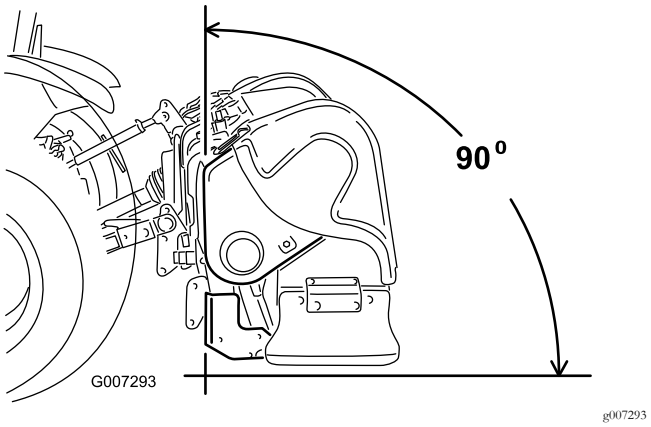

**Figur 7**
**Obs:** Luftarens framparti måste vara vertikalt under körning för att luftningshålen ska bli av så god kvalitet som möjligt (Figur 7). Justera den övre länken för att styra denna vinkel. Mer information finns i Körning (sida 19).